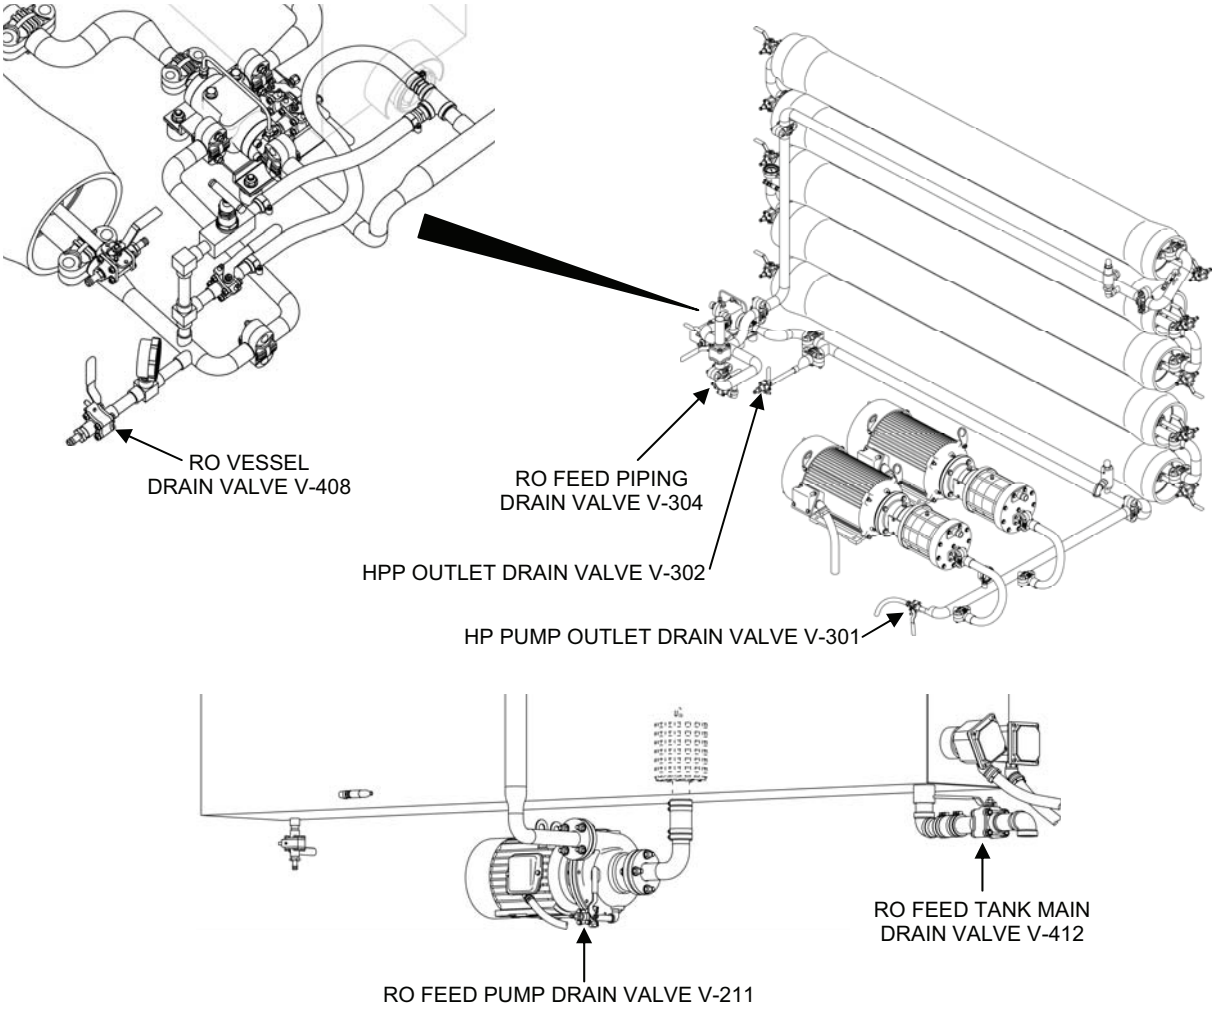

Figure 2. Valves for Shutdown to Standby and Drain for RO Acid Clean.
2. Shutdown the TWPS to Standby condition and drain the TWPS as follows (Figure 2):